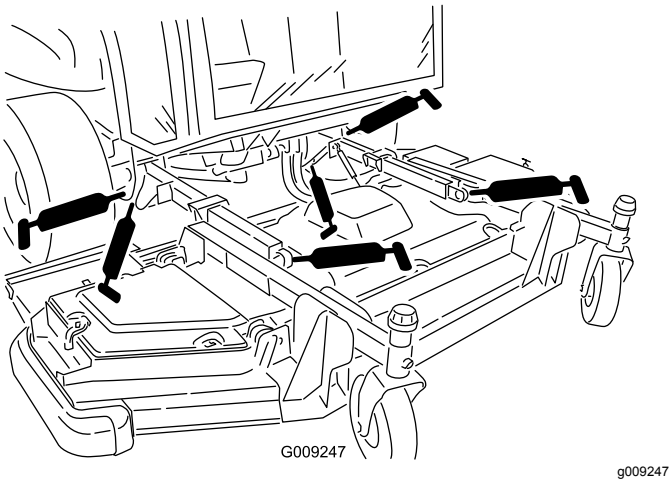

Figur 90
- 2 løftearmens bøsninger (Figur 90)
- 2 kugleled til løftearme (Figur 90)
- 2 drejetapper, frontskjoldets løftecylindere (Figur 90)